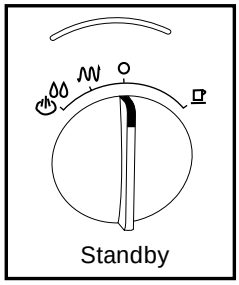
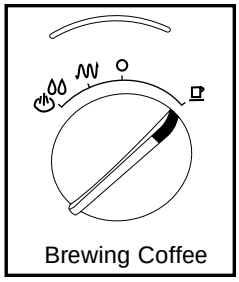

fig. 5
fig. 6
k. Turn selector knob to right "brewing coffee" position (fig. 6)
l. Allow 3-4 ounces of water to run through machine. Turn the selector knob left back to the "O"-position. (fig. 5).
b. Insert and lock the filter holder without a sieve and place an empty cup underneath spout. Turn selector knob to the cup position (fig. 6). Let two or three ounces of water run into the cup. Turn the selector knob back to the "O"- position to stop the flow of water (fig. 5).